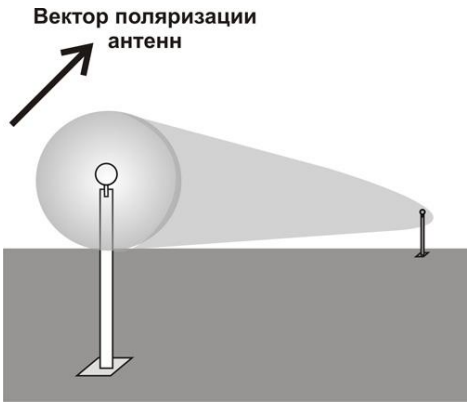
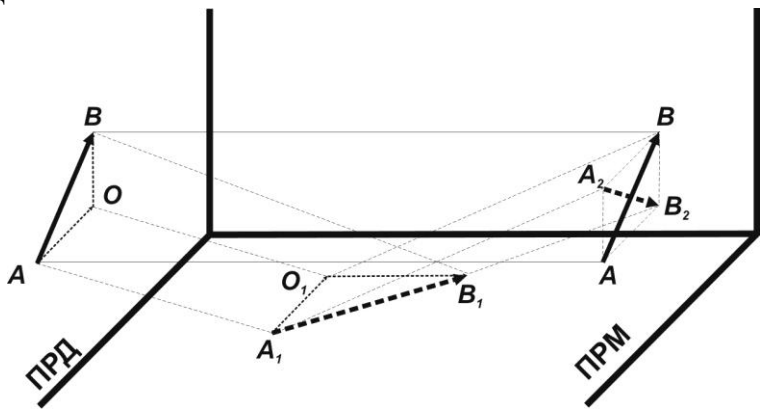

Рис.6.2
Рис. 6.3
6.1.1.2 Установка БПРМ и БПРД вертикально относительно поверхности земли (рис. 6.2) соответствует наклонной ориентации вектора поляризации антенн. Принцип работы извещателя с наклонной ориентацией вектора поляризации запатентован («Радиоволновой способ обнаружения объектов», Патент РФ №2348980). Плоско поляризованное электромагнитное поле (чувствительная зона) формируется между БПРД и БПРМ в виде вытянутого эллипсоида вращения, причем вектор поляризации АВ формируется под углом ≈ 45° по отношению к прилегающим поверхностям (земле, заграждению и др., рис. 6.3). Отраженные от поверхностей волны (вектор А2В2) попадают на приемную антенну **ПРМ** под углом ≈ 90° по отношению к ее собственному вектору поляризации **АВ**. В результате вклад отраженного сигнала в суммарный сигнал на выходе приемной антенны **ПРМ** ничтожно мал. В отсутствии в ЗО заграждения или других посторонних отражающих предметов, на БПРМ попадают только прямые от БПРД сигналы, а отраженные нарушителем сигналы поступают на БПРМ с вектором поляризации перпендикулярным собственному вектору поляризации приемной антенны и «невидимы» для БПРМ. Зоны Френеля не образуются и не участвуют в сигналообразовании, что приводит к значительному сужению ЗО. Приближение блоков к поверхности земли или снежному покрову также приводит к появлению дополнительных отражений и расширению ЗО.